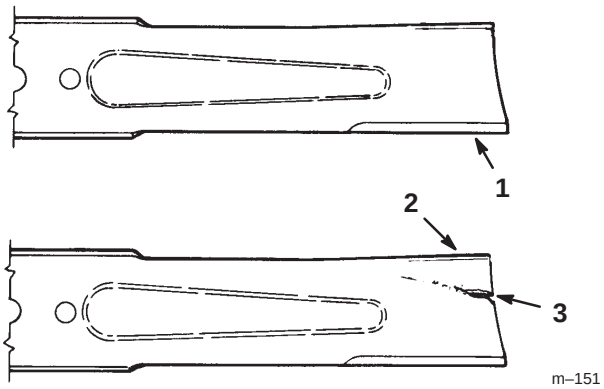

Figure 27
1. Inspectez les tranchants des lames (Fig. 27). Si elle n'est pas tranchante ou si elle présente des indentations, déposez et aiguisez la lame (voir Aiguisage de la lame, page 27).
2. Inspectez la lame, surtout la partie incurvée (Fig. 27). Remplacez immédiatement toute lame endommagée, usée ou qui présente une entaille (Fig. 27).